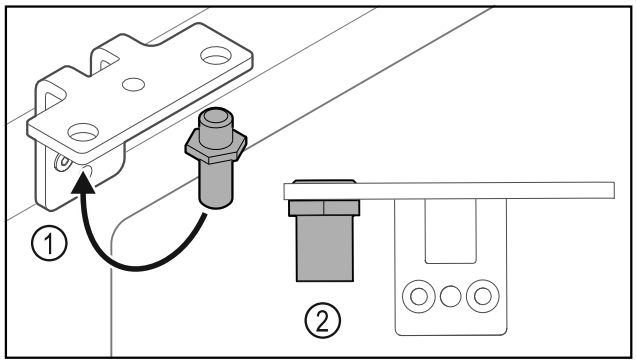

Fig. 25
▶ Mutați bolțul *Fig. 25 (1)* în colțarul balamalei.
▶ Strângeți bolțul *Fig. 25 (2)* cu **cuplul de 12 Nm**.